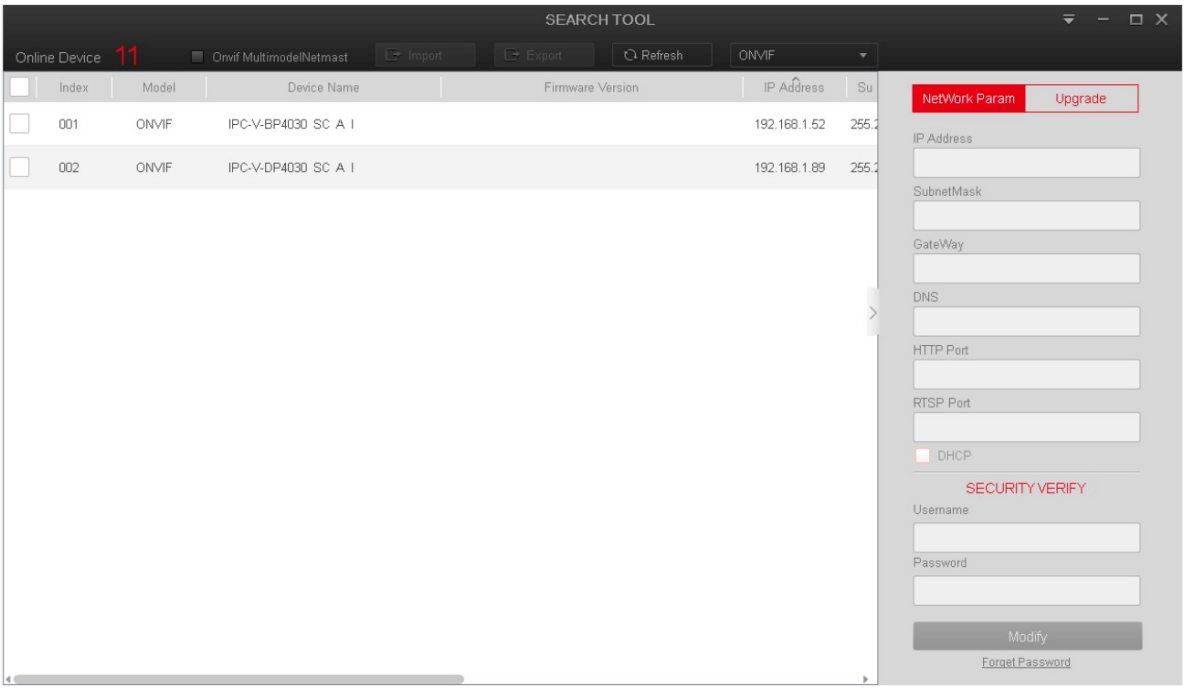

Figura 3.2: Lista dispositivo IP
- **Use o IP Search Tools para encontrar e listar automaticamente as câmeras conectadas a rede Local, como mostrado na Figura 3.2.**